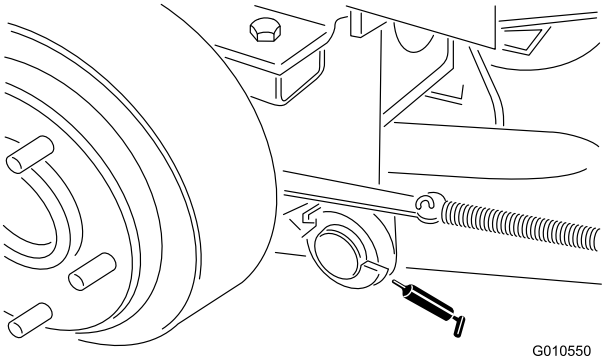

Figur 16
- højre og venstre løftearms drejetapper (Figur 16)